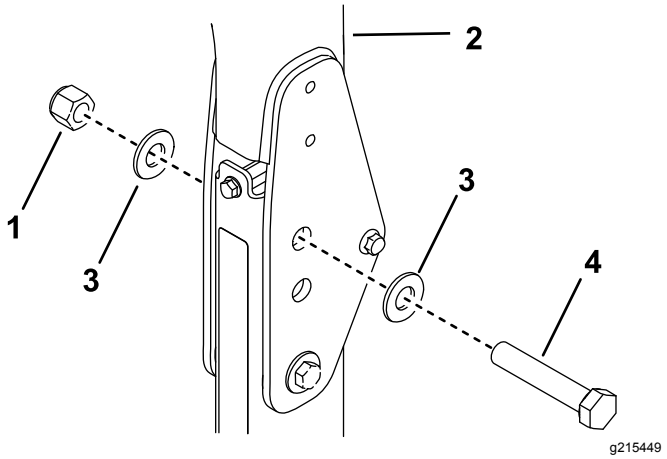

図 26
B. 図 26に示すように、ワッシャ13/16 x 1½"を各ボルト¾ x 4"に組み付ける。
C. ピンを抜いた穴に、ボルトとワッシャを取りつける図 26。
D. 図 26のように各ボルトにもう1枚のワッシャを入れ、ナット¾"で固定する。